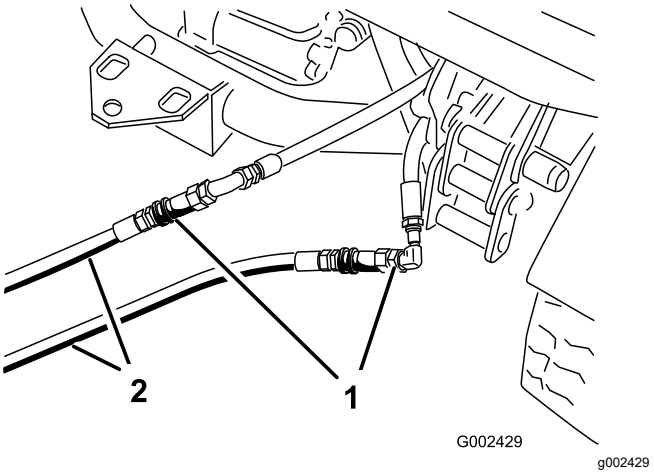

Figuur 75
3. Sluit de 2 opstartslangen op de defecte machine aan op de slangen die zijn losgemaakt (Figuur 75).